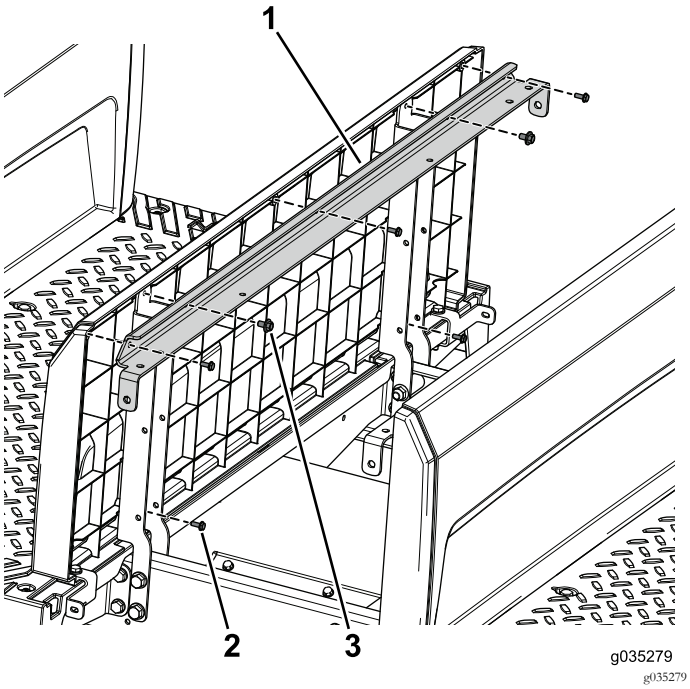

Figuur 93
3. Gebruik de 2 bouten met ring (1/4 x 1/2 inch) om de schuine steunbeugel en het paneel van de stoelbasis aan de linker- en rechterstoelsteun te bevestigen (Figuur 93).
4. Gebruik de 5 schroeven (nr. 10 x 1/2 inch) om het achterpaneel te bevestigen aan de schuine steunbeugel en de stoelsteunen (Figuur 93).